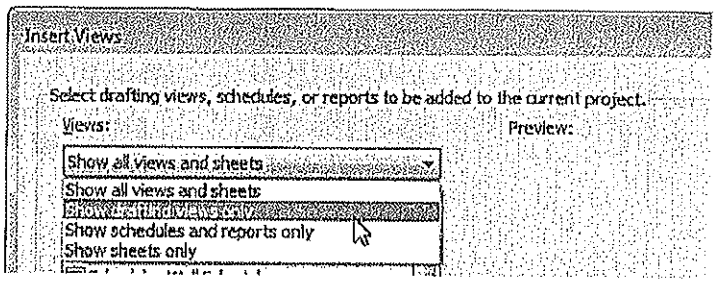

Figure 15–6
4. In the Insert Views dialog box, limit the types of views to **Show drafting views only**, as shown in Figure 15–6.